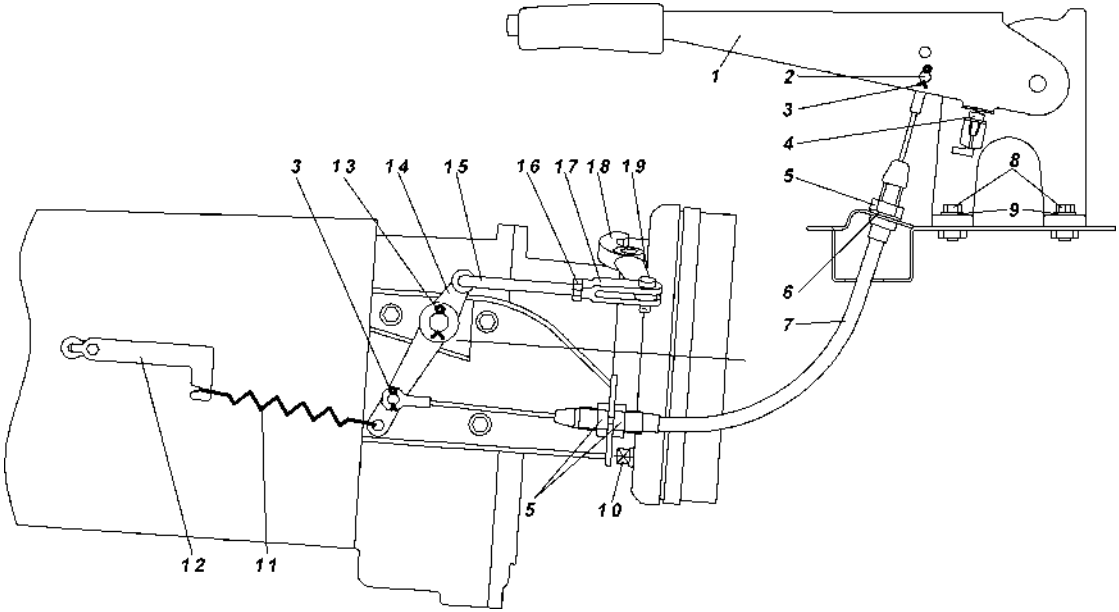

Рис. 9.30. Привод стояночного тормозного механизма:
2. Переместите рычаг стояночного тормоза 1 (рис. 9.30) в крайнее нижнее положение.